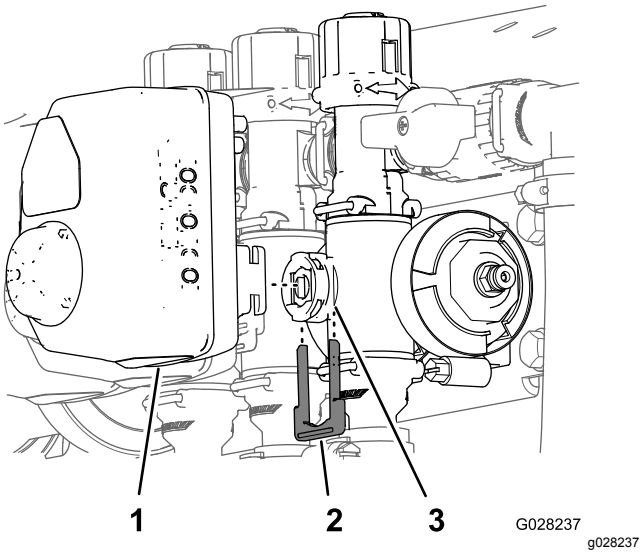

Figur 61
3. Ta bort hållaren som fäster manövreringsorganet vid grenrörsventilen för sprutmängd samt omrörningsventilen, huvudsprutrampventilen eller sprutrampssektionens ventil (Figur 61).